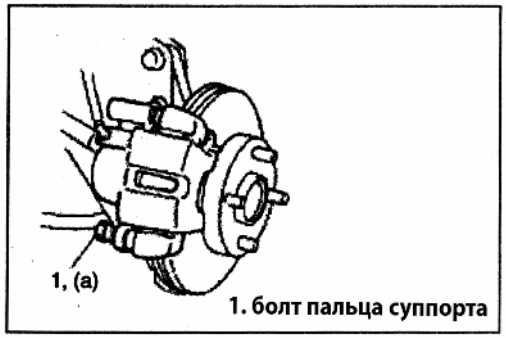

Рис. 654
3) Затяните болт пальца суппорта требуемым моментом (Рис. 654).